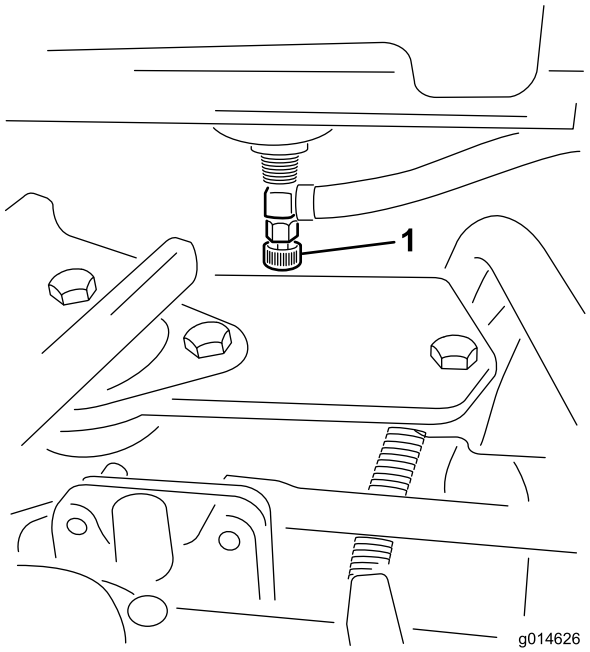

Figuur 44
1. Sluit de brandstofafsluitklep (Figuur 44) onder de brandstoftank.